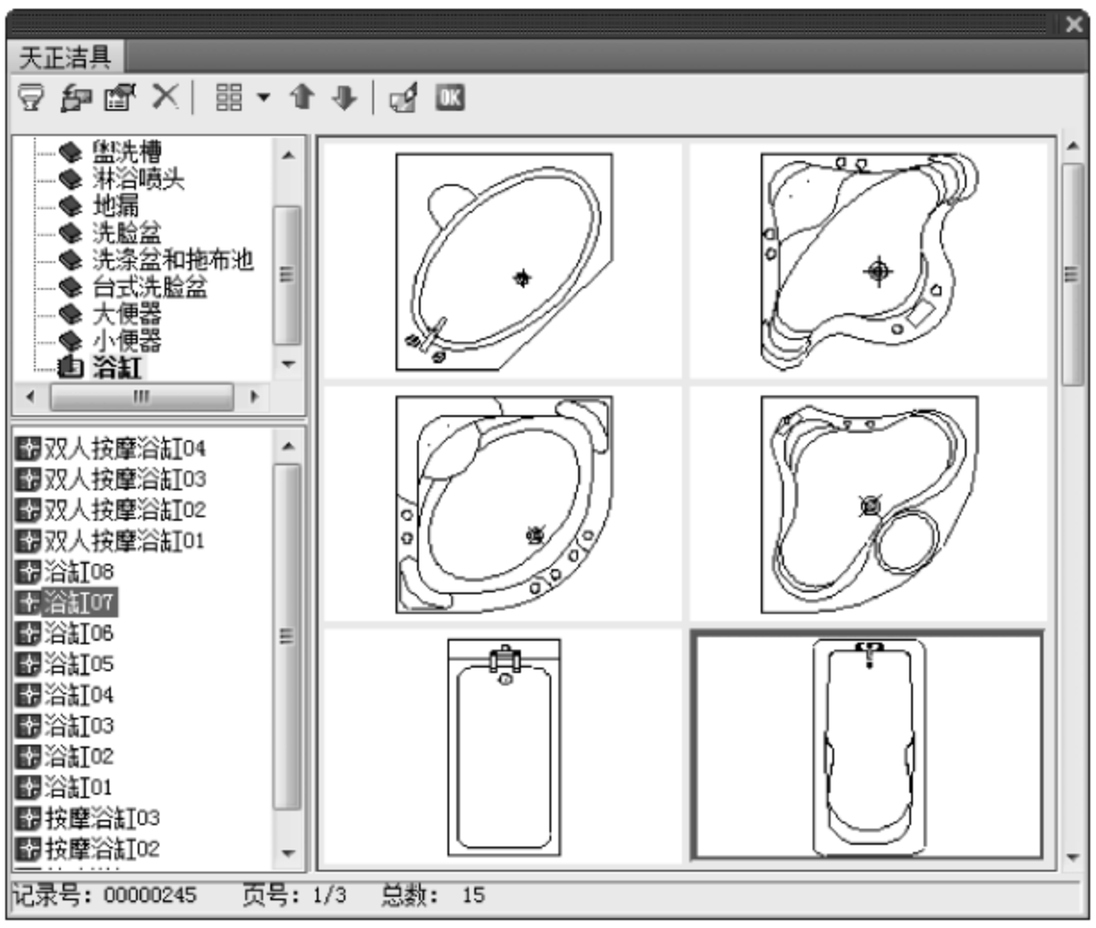

图 18-88 确定浴缸数据
(1) 单击菜单中的“房间屋顶”→“房间布置”→“布置洁具”命令，在“天正洁具”对话框中选择相应的洁具，本例选择“浴缸 07”，如图 18-88 所示。